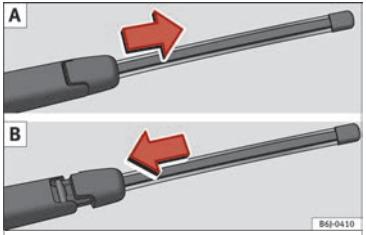

Fig. 171 Changing the rear window wiper blade.
– Slide the blade adapter in the direction of the arrow and remove the blade ››› **Fig. 171 A**.
– Place the blade as shown in ››› **Fig. 171 B** and slide the adapter along until it engages.